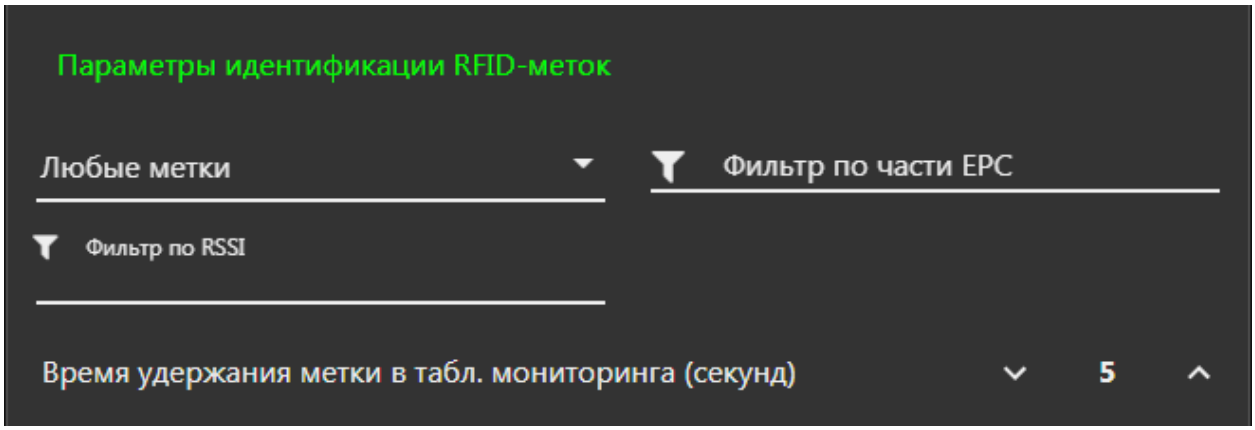

Рисунок 10. Параметры идентификации RFID- меток
13. Обнаружив RFID-метку, Система обрабатывает её уникальный номер и проверяет соответствие фильтру. В Системе предусмотрено 2 типа фильтра (рисунок 10):